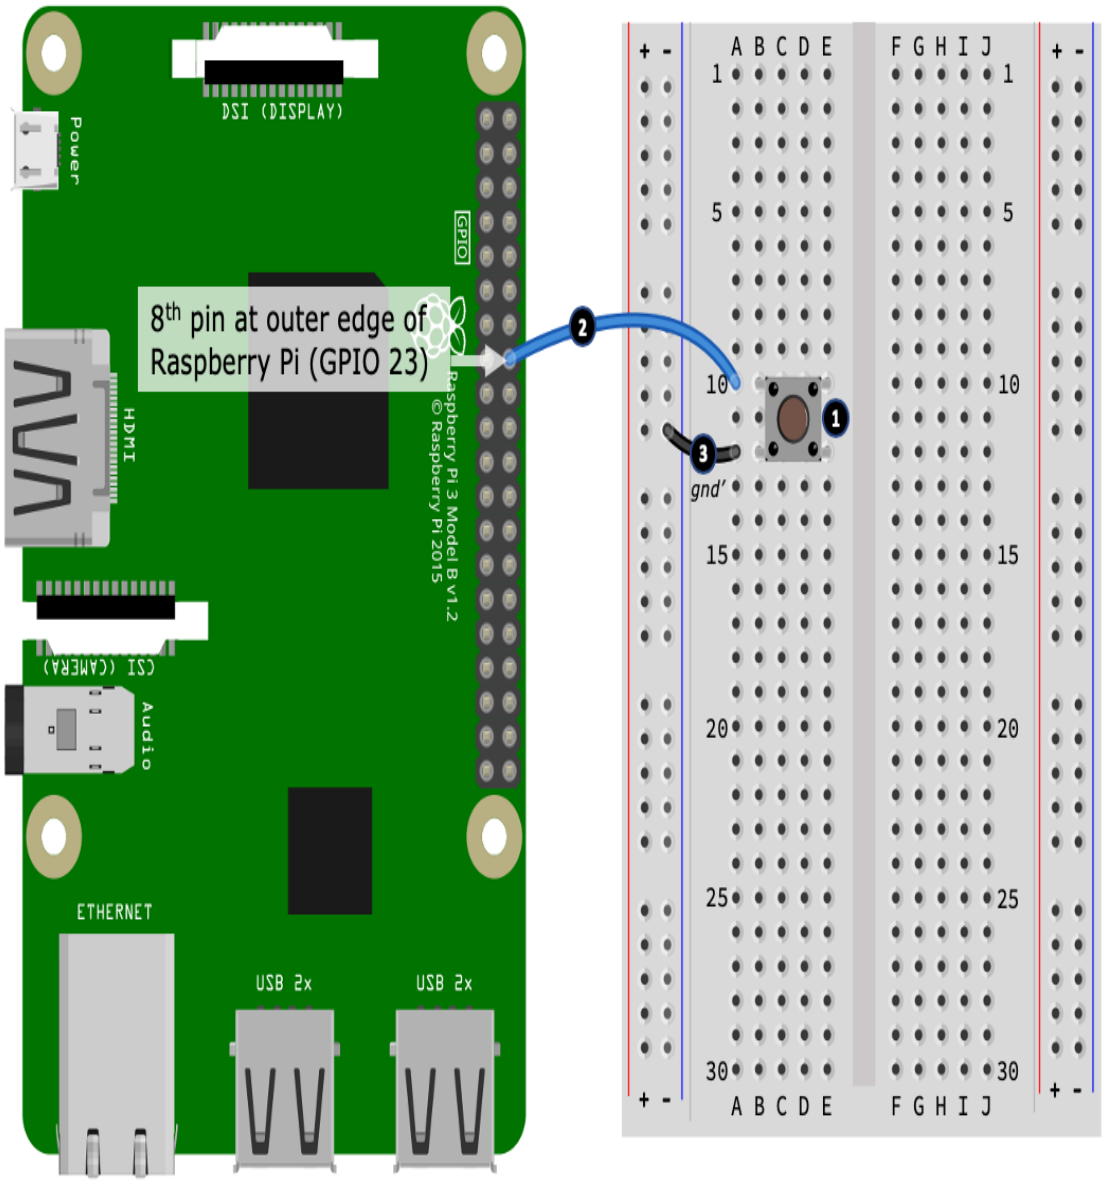

Figure 2.3 – Connecting the push button
Figure 2.3 illustrates the push button connection we need to create on our breadboard. Please refer to this as you follow the forthcoming steps:
Here is how to connect the push button into your breadboard and connect it to your Raspberry Pi. The following step numbers match the numbered black circles in *Figure 2.3*:
1. Position the button on the breadboard as shown. It does not matter exactly which row of holes the button goes into, however, *Figure 2.3* shows the button positioned (top-left leg) at hole B10.